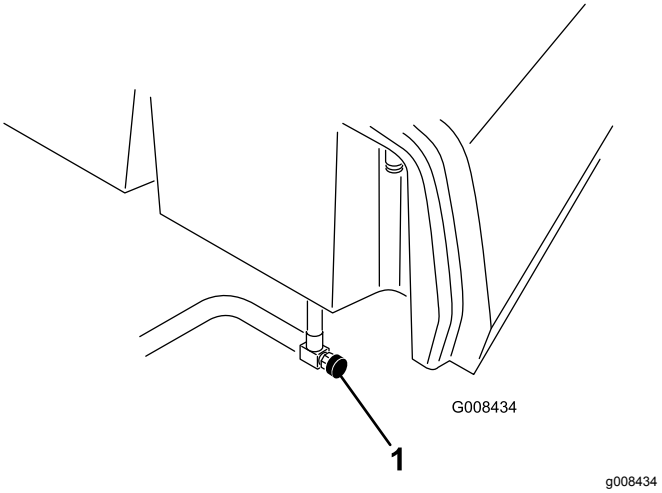

Figuur 38
1. Sluit de brandstofafsluitklep (Figuur 38) onder de brandstoftank.